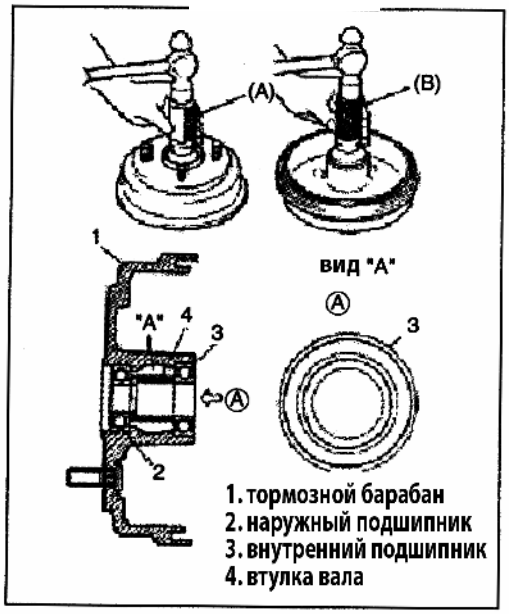

Рис. 594
2) При помощи специального инструмента, установите подшипник (Рис. 594).
**Нанесите 15 г смазочного материала между ступицей и втулкой как показано на рисунке "A" (Рис. 594).**